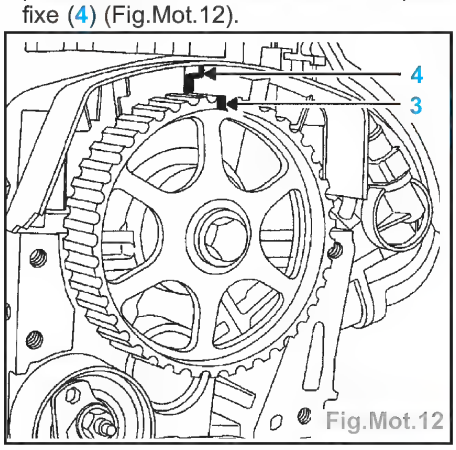

Fig.Mot.12
- Vérifier l'alignement du repère (3) de la poulie d'arbre à cames avec le repère fixe (4) (Fig.Mot.12).